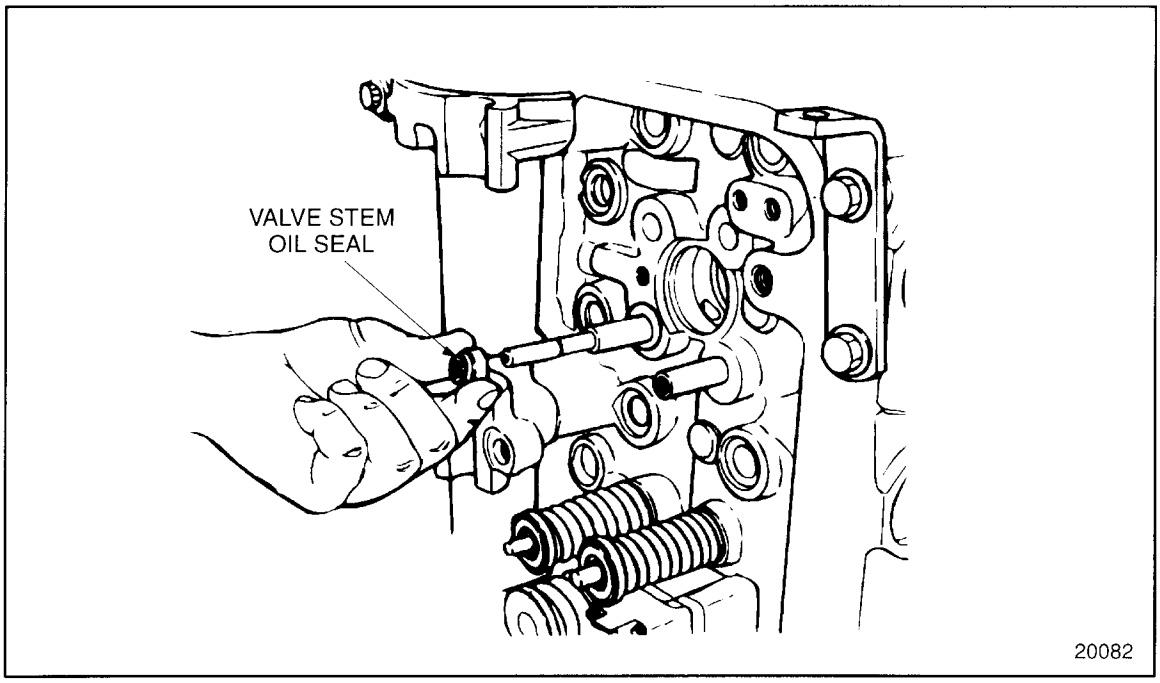

Figure 1-93 Valve Stem Oil Seal Installation
5. The valve stem oil seal may be installed with or without oil. Push the seal over the protector. See Figure 1-93.